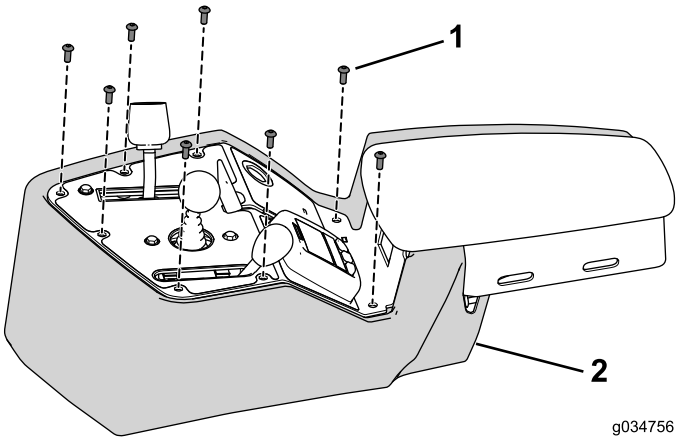

Рисунок 31
1. Прикрепите крышку к узлу консоли с помощью 8 болтов, снятых ранее (Рисунок 31).